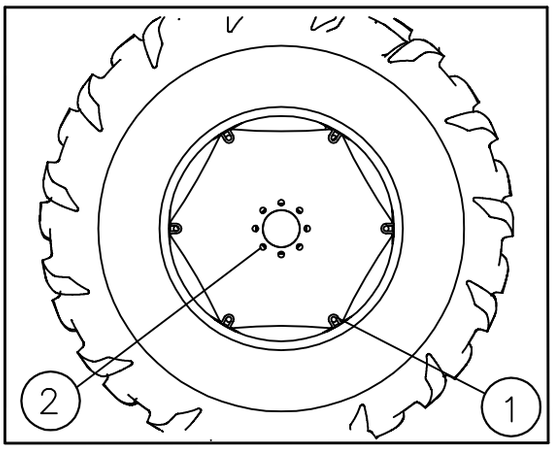

Fig. 4.29
Aperte as porcas e parafusos (1, Fig. 4.29) que fixam o aro ao disco a 250 Nm e aqueles (2) que fixam o disco ao cubo da roda a 280 Nm. Verifique sempre a pressão dos pneus .
As larguras das trilhas podem ser obtidas com alguns tipos de pneus (Fig. 4.29)